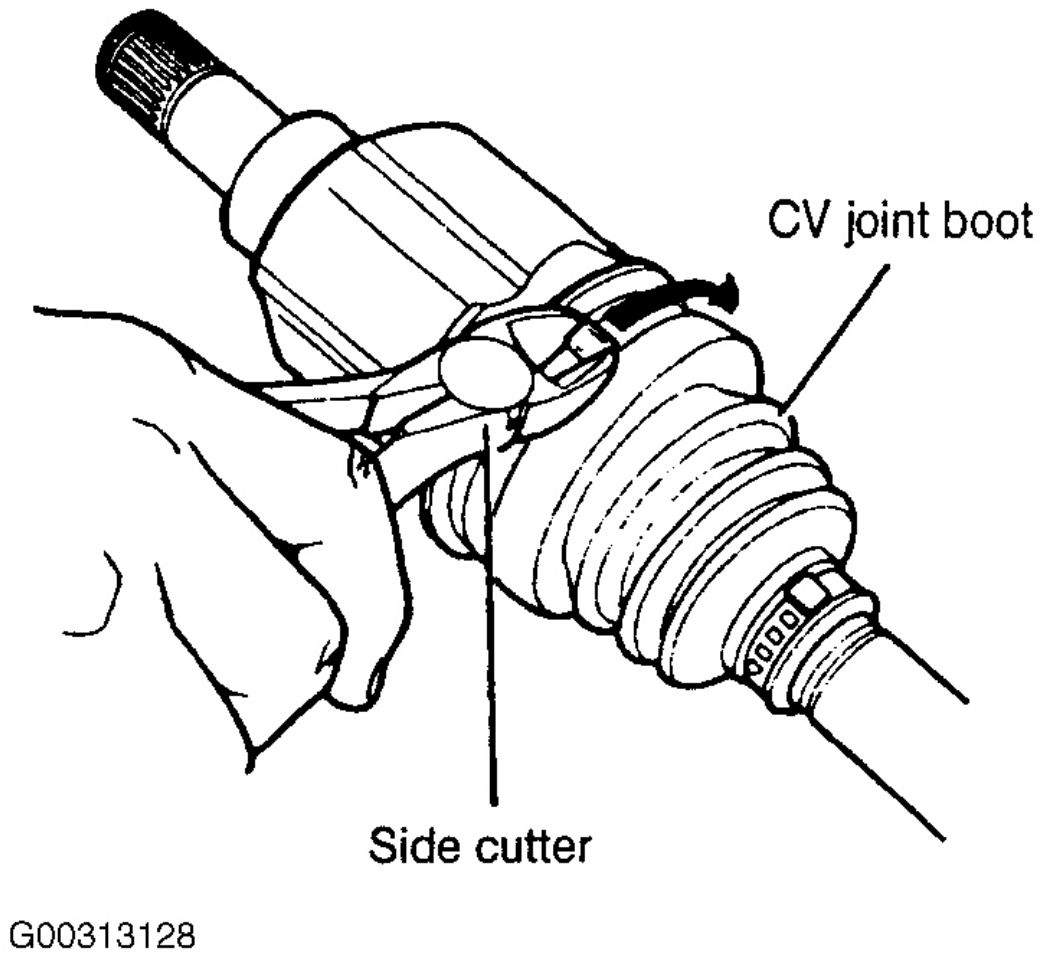

Fig. 12: la eliminación de grandes Boot Clamp
2. Retire la abrazadera de arranque grande. Después de retirar la pinza, el rollo de arranque de nuevo sobre el eje. Ver La Fig. 12 .